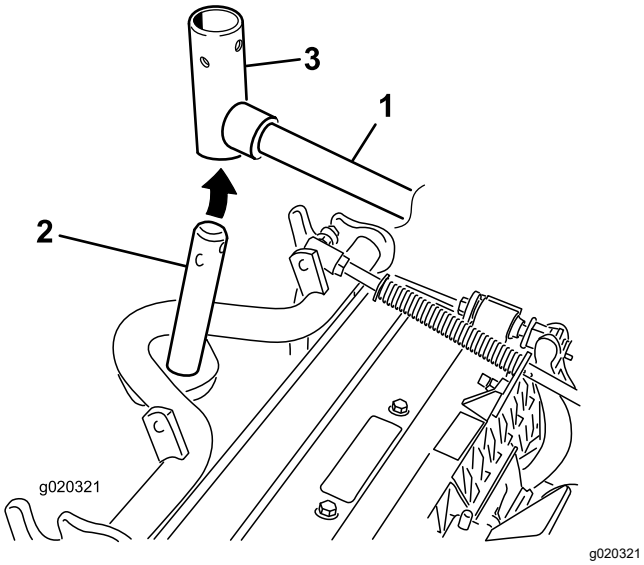

Figur 10
9. Hvad angår de forreste klippeenheder, skubbes en klippeenhed ind under løftearmen, mens bærerammeakslen sættes op i løftearmens drejegaffel (Figur 10).
B. Sæt løftearmsgaflen på bærerammens aksel (Figur 10).